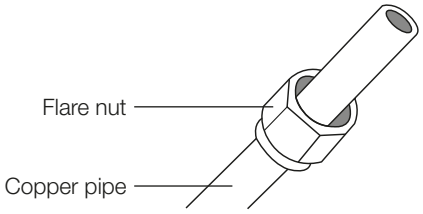

Fig. 7.5
3. Place flare nuts on both ends of pipe. Make sure they are facing in the right direction, because you can't put them on or change their direction after flaring. *(See Fig. 7.5)*